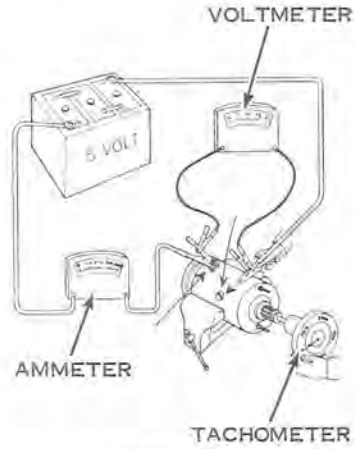

Figure 6-35
a. Connect starter, with an ammeter in series, to a 6-volt source (see Figure 6-35). Use a tachometer or rpm indicator to indicate armature speed.